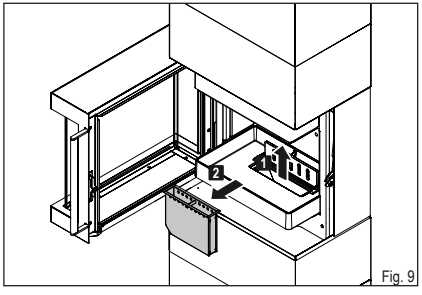

Fig. 9
- ► **Ôtez le bac à cendres du foyer (Fig. 9).**